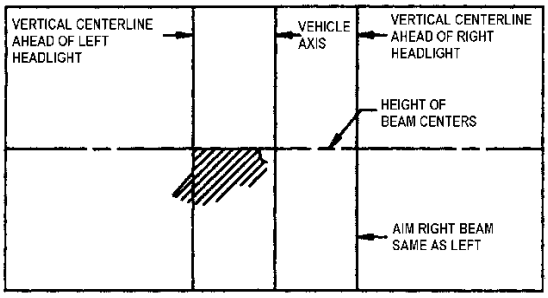

FIGURE 104: LOWER BEAM HIGH-INTENSITY ZONE PROPER LOCATION ON SCREEN
4. High beam headlamps are aimed so that the center of the high-intensity zone is located at the horizontal and straight ahead vertically (Figure 104).